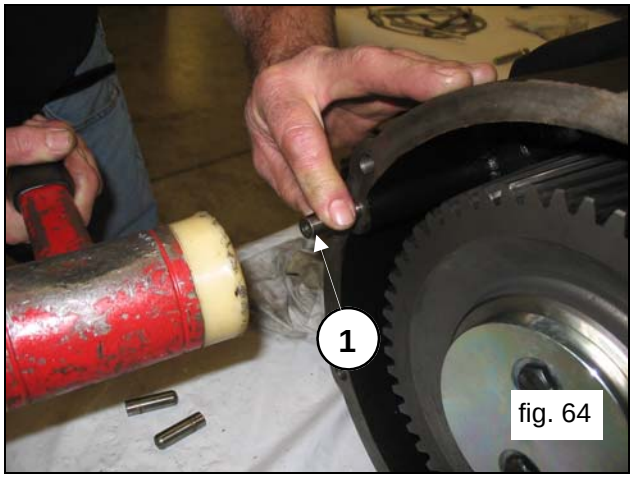
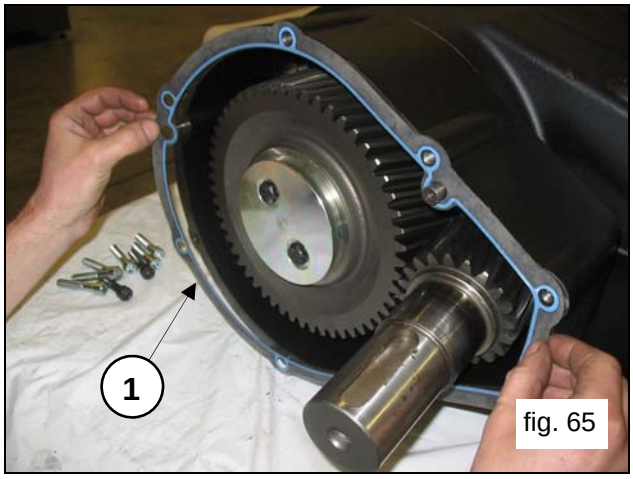

fig. 64
fig. 65
Apply the 3 Ø12x40 pins to the reducer case (pos.①, fig.64) and insert the gasket (pos.①, fig.65).